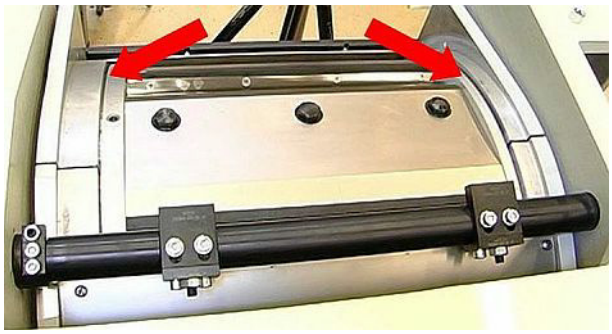

Fig. 34 Cleaning the gaps at the knife drum (0590_spalt2015.z.00000.00.jpg)
5. Scrape out/clean the gaps *(Fig. 34)* using a scraper or spatula (preferably a brass spatula).